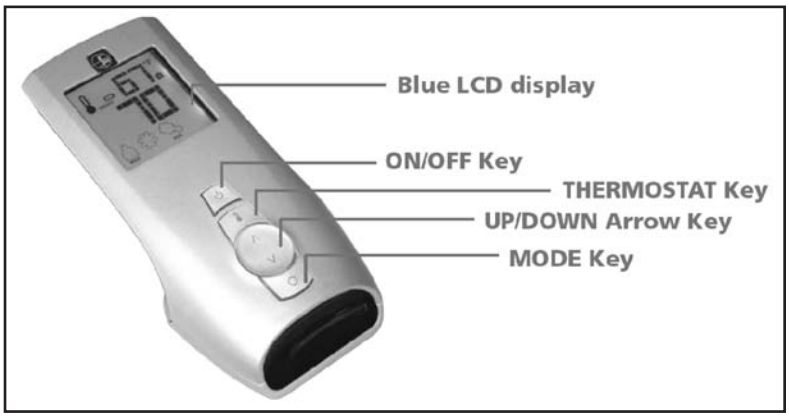
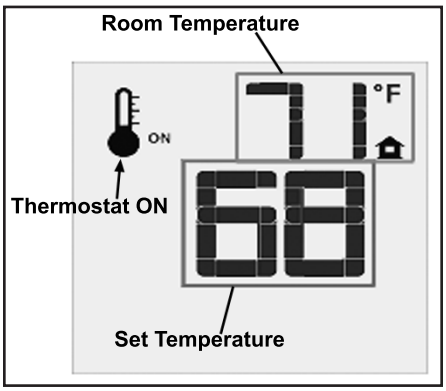

Figure 5: Proflame Transmitter.
Figure 11: Remote Control Displays Set Temperature.
The Proflame Transmitter uses a streamline design with a simple button layout and informative LCD display (Figure 5). The Transmitter is powered by three (3) AAA type batteries. A Mode Key is provided to Index between the features and a Thermostat Key is used to turn on/off or index through Thermostat functions (Figure 5 & 6).
Press the ON/OFF Key on the Transmitter. The Transmitter LCD display will only show the room temperature and Icon (see Figure 11). A single "beep" from the Receiver confirms reception of the command and both the pilot light (if the unit is not set to continuous pilot) and main burner will turn off.
The Remote Control can operate as a room thermostat. The thermostat can be set to a desired temperature to control the comfort level in a room. To activate this function, press the Thermostat Key (see Figure 5). The LCD display on the Transmitter will change to show that the room thermostat is "ON" and the set temperature is now displayed (see Figure 11). To adjust the set temperature, press the Up or Down Arrow Keys until the desired set temperature is displayed on the LCD screen of the Transmitter.